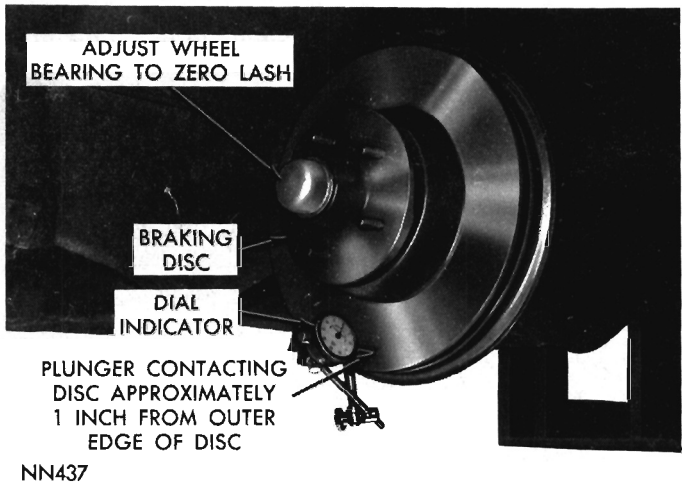

Fig. 15—Checking Braking Disc Run-out
Before installing the caliper assembly over the brake disc, check the disc for runout and thickness variation. Mount a dial indicator (Fig. 15) and check the lateral runout. Runout should not exceed .0025 inch. If runout exceeds the specified figure, remove the disc and install a new one. (Be sure the wheel bearings are adjusted to zero lash during this check.) Readjust wheel bearings after check. Thickness
(1) Slide brake disc and hub assembly on spindle.
(2) Install outer bearing, thrust washer, and nut.
(3) Tighten wheel bearing adjusting nut to 90 inch-pounds while rotating hub and disc.
(4) Position lock nut on nut with one pair of slots in line with cotter pin hole.
(5) Back off adjusting nut and lock assembly on slot then install cotter pin. The resulting adjustment should be zero (no preload) end play. (This is very important, when checking disc runout.)
(6) Install a dial indicator C-3339 (Fig. 15) and check runout of disc on both sides. The runout should not exceed .0025 inch. Readjust wheel bearing clearance after checking braking disc runout.
(7) Clean grease cap, coating inside with wheel grease (do not fill) and install cap.
(8) Install caliper assembly as described in "Installing the Caliper" paragraph.
(9) Install wheel and tire assembly and wheel cover.
(10) Remove jackstands or lower hoist.
(11) Road test vehicle as described in "Brake Shoe Installation" paragraph.